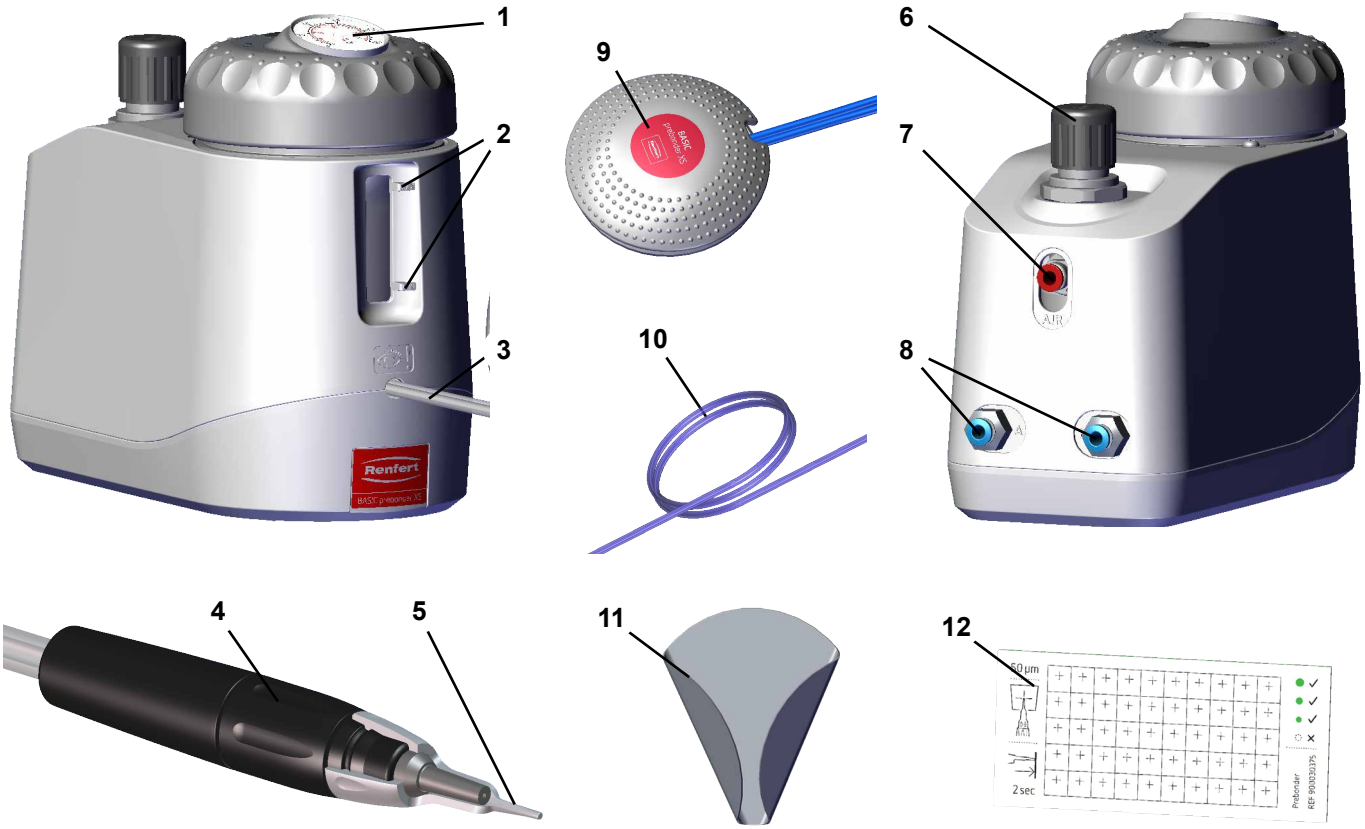

Fig. 1
⇒ Insira a mangueira de ar comprimido (10, Fig. 1) na conexão da mangueira (7) até encaixar. Ao inserir, uma ligeira resistência deve ser visivelmente superada.